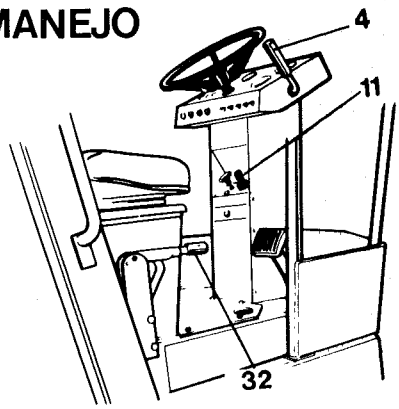

Fig. 9 Puesto de conducción
(La velocidad máxima se obtiene al recorrido máximo de (4), fig. 9).
4 Soltar el freno de estacionamiento (32), fig. 9, llevando la palanca hacia adelante y abajo. Se apagará entonces la luz de advertencia del freno de estacionamiento.
6 Llevar con cuidado hacia adelante o atrás, según el sentido de marcha deseado, la palanca de marcha adelante/atrás (4), fig. 9. Controlar primero que no hay obstáculos delante y detrás de la máquina.